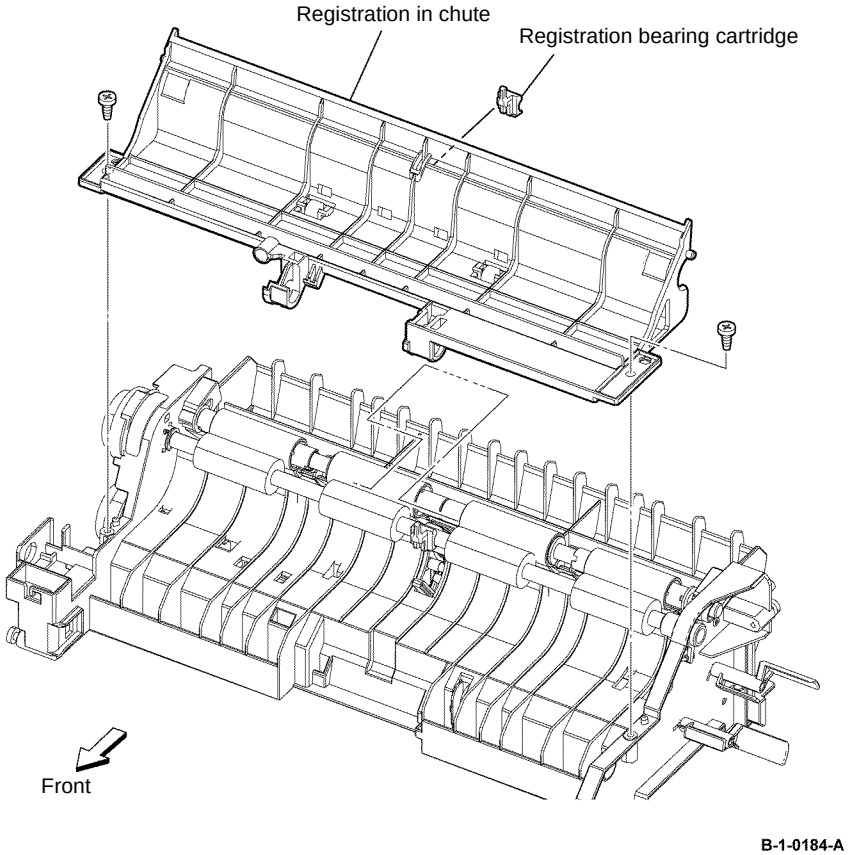

Figure 3 Registration in chute removal
4. Remove two screws (silver, tapping, 8mm), then remove the registration in chute by opening the both side frames, Figure 3.